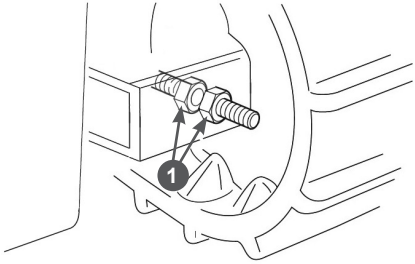

Рис. 33 Регулировка натяжения гусеницы
1. Ослабьте затяжку гаек 1 натяжного механизма одной гусеницы, затем, изменяя положение гаек на натяжном устройстве, установите необходимое натяжение гусеницы (Рис. 33).